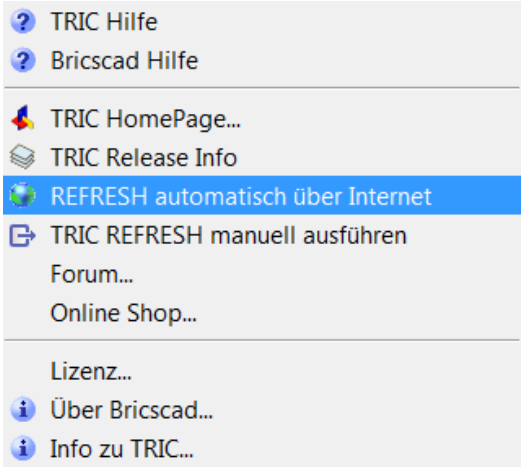

Bild 2.1 – TRIC automatisch über das Internet updaten
- Zunächst wird TRIC gestartet. Nach der Anmeldung am besten eine Zeichnung öffnen. Im Pulldown-Menü auf *Hilfe* klicken. Dort die Option *Refresh automatisch über das Internet* wählen (Abb. 2.1).